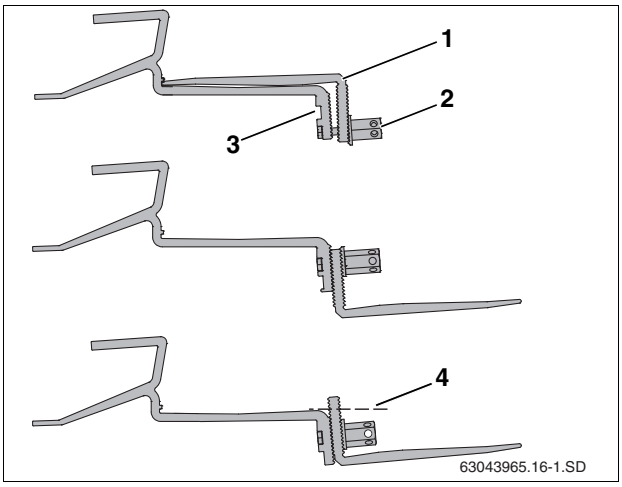

Fig. 15 Repositioning lower part of roof hook
- Loosen the long hex-nut (Fig. 15, [2]) and disassemble the unit.
- Insert bolt into upper hole (Fig. 15, [3]).
- Reassemble with the L-shaped piece (Fig. 15**, center**) facing away and down.
- Do not tighten the nut (Fig. 15, [2]) until the hook is installed and properly adjusted.